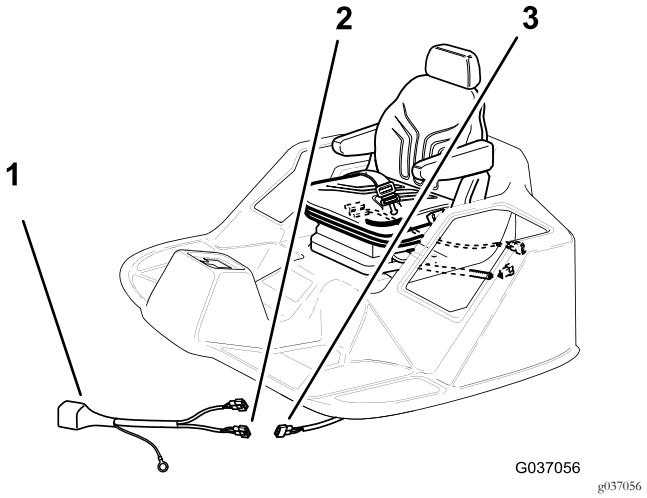

Figura 20
2. Ligue o conector de duas lâminas da cablagem do relé ao conetor de duas tomadas (Figura 20) da cablagem da máquina que desligou no passo 1 de 2 Remoção do banco (página 4).